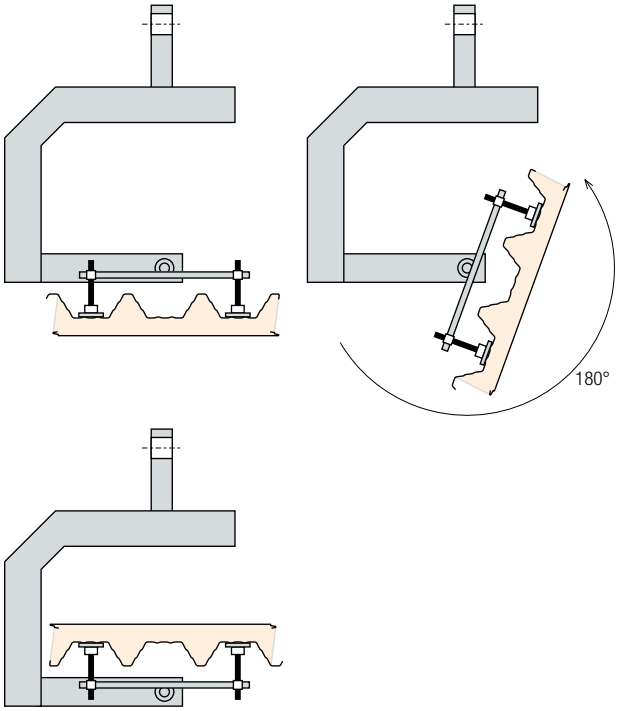

Fig. 4.3.3 Rotation of panels around the longitudinal axis
- RotaBoy is a vacuum handling device with the possibility of turning panel (arm) around its sub-axis by 180° (Fig. 4.3.3). The device is compact for easy transport.